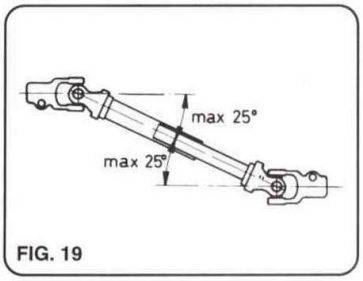

FIG. 19
e) Maximal zulässige Neigung kontrollieren! (Abb. 19)